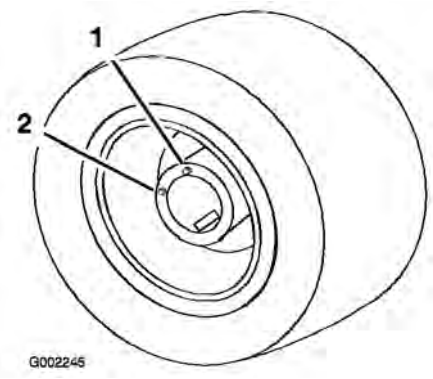

Figur 49
5. Flytta långsamt fordonet tills hjulet är placerat i påfyllningsläge såsom visas i Figur 49.